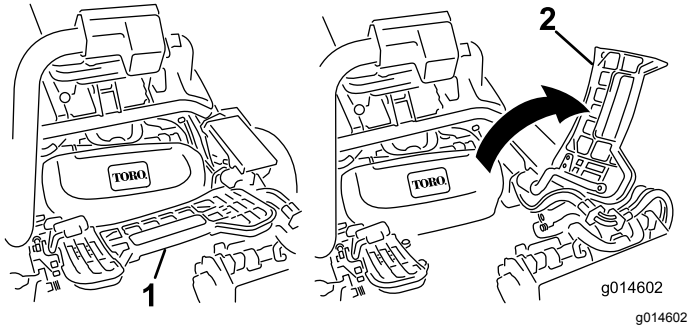

Figur 10
3. Hvis du skal montere den midterste klippeenhed, skal du hæve fodstøtten og vippe den op, så du får adgang til den midterste klippeenheds position (Figur 10).